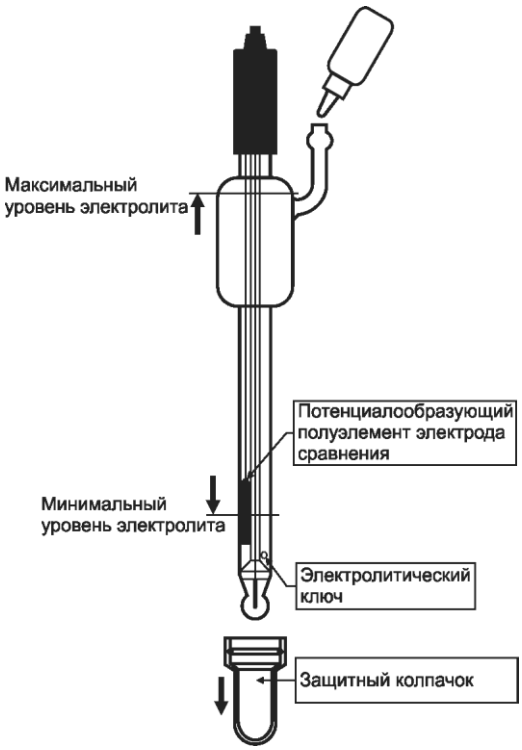

Рис.1
5.3 Уровень электролита в электроде должен поддерживаться в пределах показанных на рис. 1. При необходимости электролит следует доливать в электрод через заливочное отверстие.